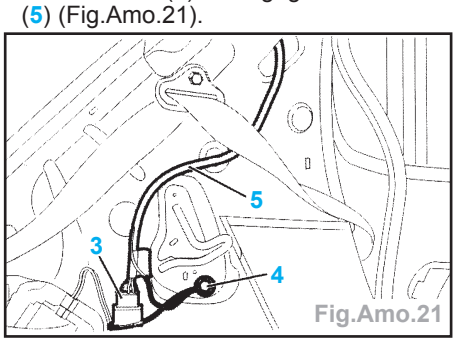

Fig.Amo.21
- Dégrafer la connexion (3) électrique, le fil de masse (4) et dégager le faisceau (5) (Fig.Amo.21).